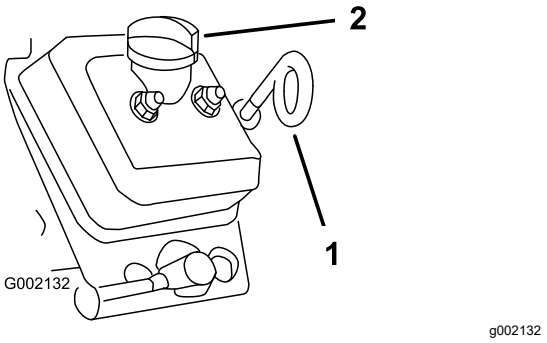

**Figur 40**
8. Gör rent runt oljestickan och dess lock samt påfyllningsröret och ta bort oljestickan (Figur 40).
9. Ta bort oljestickan och fyll på med specificerad olja i påfyllningsröret tills nivån når upp till markeringen Full på oljestickan (Figur 40).
10. För in oljestickan helt i oljesticksröret, dra ur den och kontrollera oljenivån (Figur 40).
11. Sätt tillbaka oljestickan i oljesticksröret och säkra locket i röröppningen så att de sitter ordentligt (Figur 40).